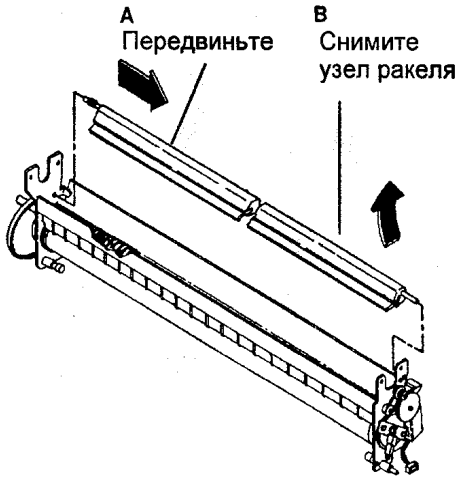

Рис. 2 Снятие узла ракеля
4. (РИС. 2): СНИМИТЕ УЗЕЛ РАКЕЛЯ.